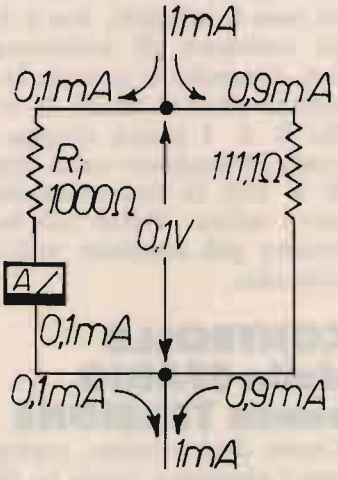

figura 4
Quando si è parlato di amperometri (4), ho fatto l'esempio che riporto in figura 4. Si ha un amperometro da 0,1 mA f.s. e con una R_i = 1000 Ω; si vuole una portata di 1 mA. Nello shunt deve quindi passare una corrente di 0,9 mA, e per questo lo shunt deve essere nove volte più piccolo della R_i. Numericamente: